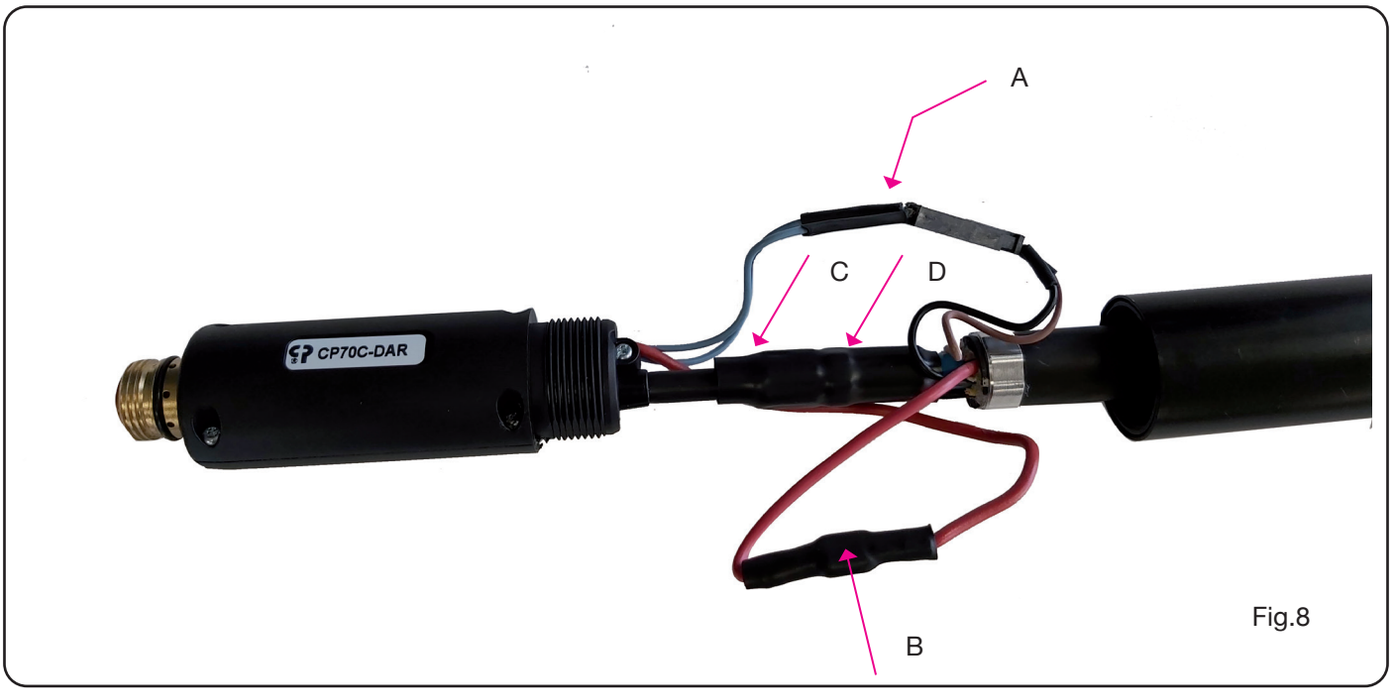

Fig.8
- Dévisser la vis de blocage **G** et ensuite la poignée **M**, tirez-la en arrière jusqu'à montrer tous les câble s Fig. 8).
- Détacher la connexion **A** et la connexion *B* (arc pilote)- Fig. 8.
- Visser le raccord **D** et en suivant la direction de la flèche - Fig. 8.